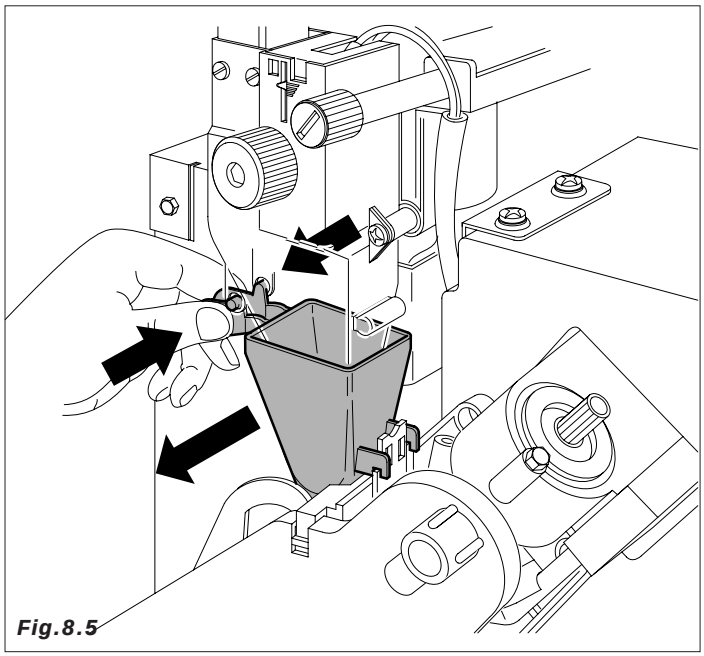

Fig.8.5
– rampa y embudo de café *(Fig.8.5)*